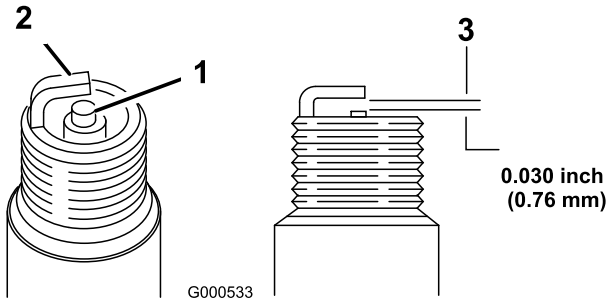

Figur 35
11. Ställ in gapet på det nya stiftet till 0,76 mm (Figur 35).